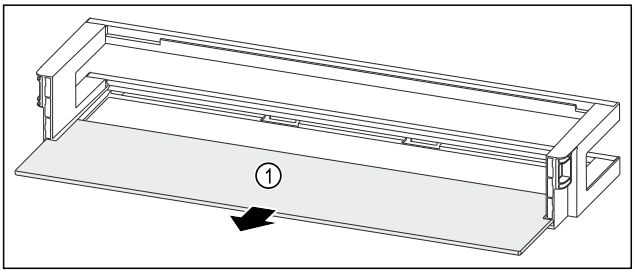

Fig. 64 Durvju plaukts ar plauktu
▶ Izņemiet plauktu *Fig. 64 (1)*.